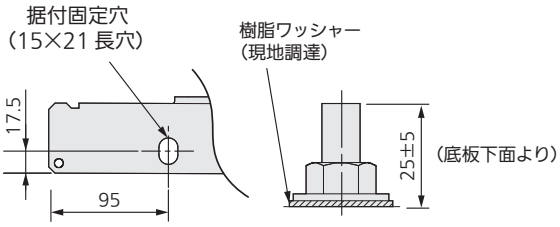

図5　図6
- 防振ゴム、架台等は必ず底板脚の奥部までを受けるようにしてください。また上部からの固定用ワッシャーは据付固定穴より大きい物を使用してください。（図 5）